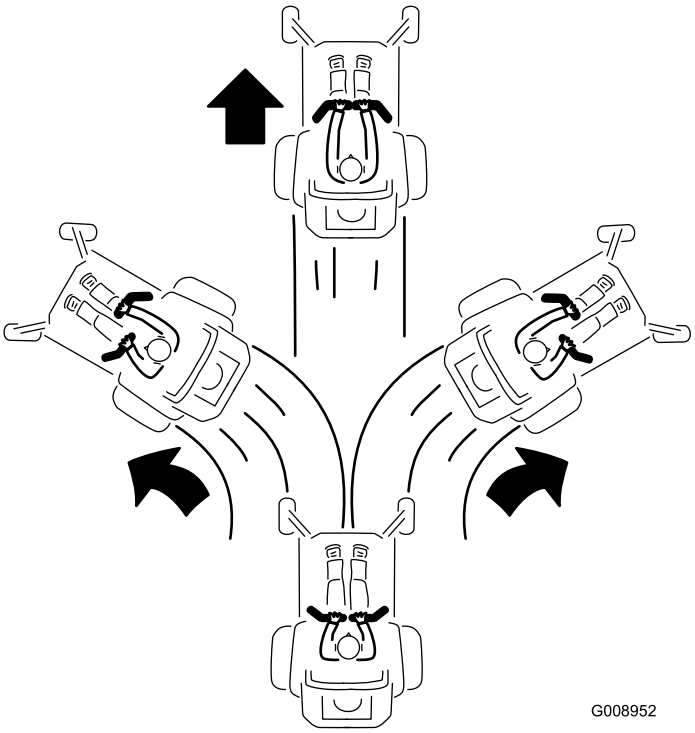

Figure 22
3. Pour vous déplacer en marche avant, poussez lentement les leviers de commande de déplacement vers l'avant (Figure 22).